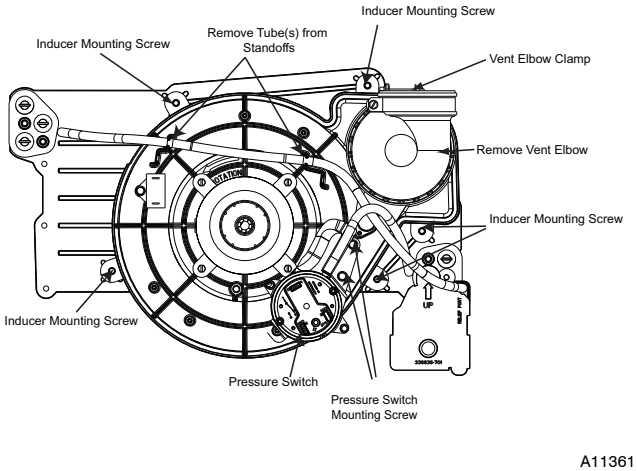

Fig. 1 - Loosen Vent Pipe Clamp
4. Loosen clamp for the vent pipe at vent elbow on the inducer assembly. See Fig. 1.
1. Remove the front pressure switch tube from the port on the collector box. See Fig. 1.
NOTE: If the condensate trap is removed, a new gasket between the trap and collector box is required. Verify a condensate trap gasket is included in the service kit or obtain one from your local distributor. See Fig. 1 and Fig. 7 .